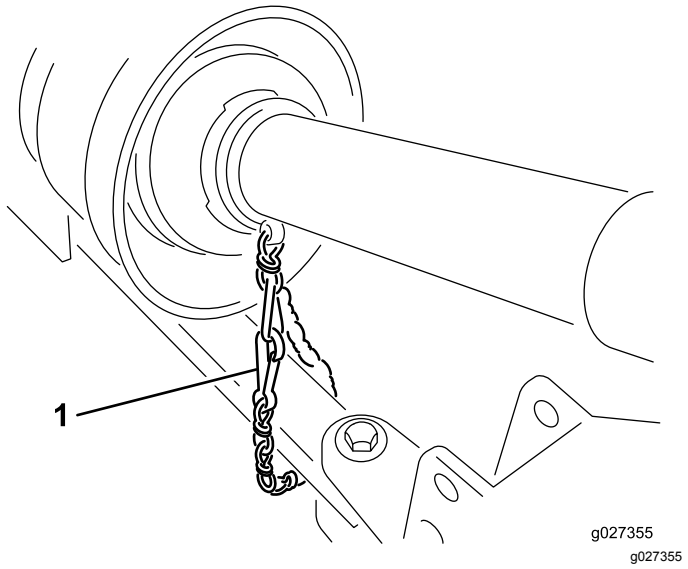

Рисунок 7
5. Подсоедините предохранительную цепь щитка к тяговому блоку (Рисунок 7).